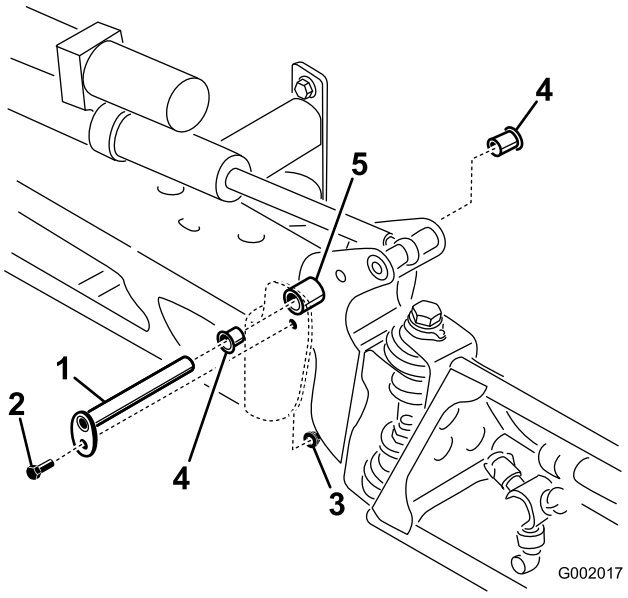

Figur 60
3. Når bommens vekt er støttet, fjern skruen og mutteren som fester svingbolten til bomenheten (Figur 60). Fjern svingbolten.
5. Fjern og kontroller nylonhylsene fra for- og baksidene på svingbraketten (Figur 60). Skift ut eventuelle skadde hylser.
7. Monter bommen og svingbrakettenheten på den midtre rammen, og innrett åpningene (Figur 60).